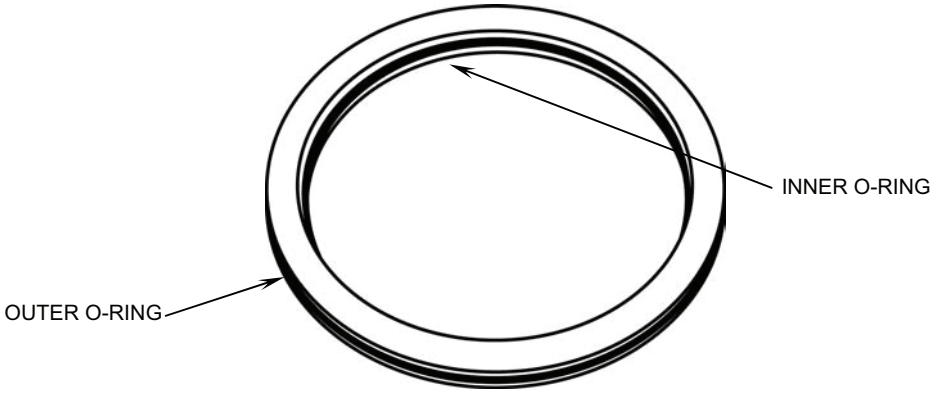

Figure 37. Spacer O-Rings.
q. Lightly lubricate new O-rings with glycerin and install them on the spacer (see Figure 37).